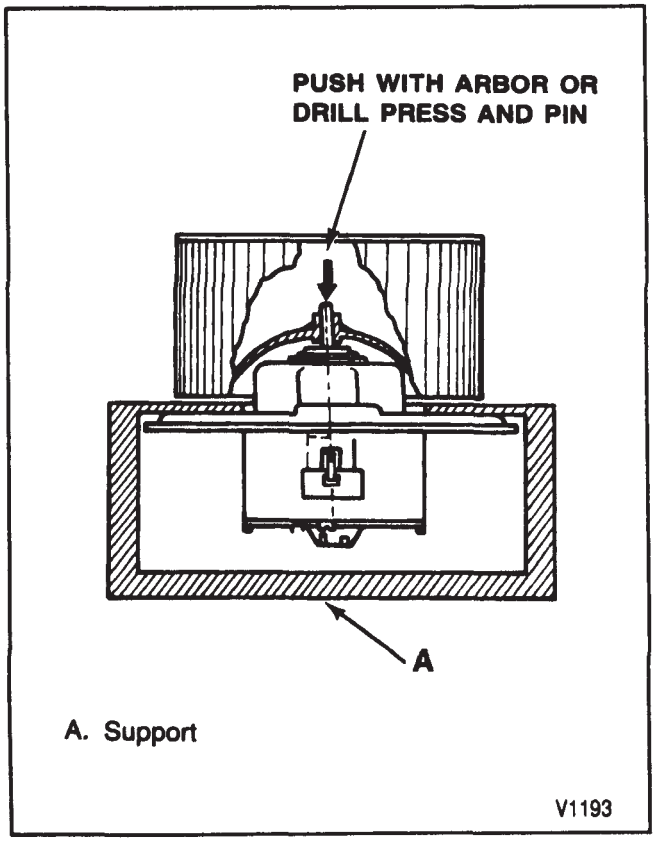

Figure 13—Push On Fan-Removal Procedure
Remove or Disconnect (Figure 13)
- Support fan with blocks, angle iron, etc. while allowing the motor to be suspended (figure 13).